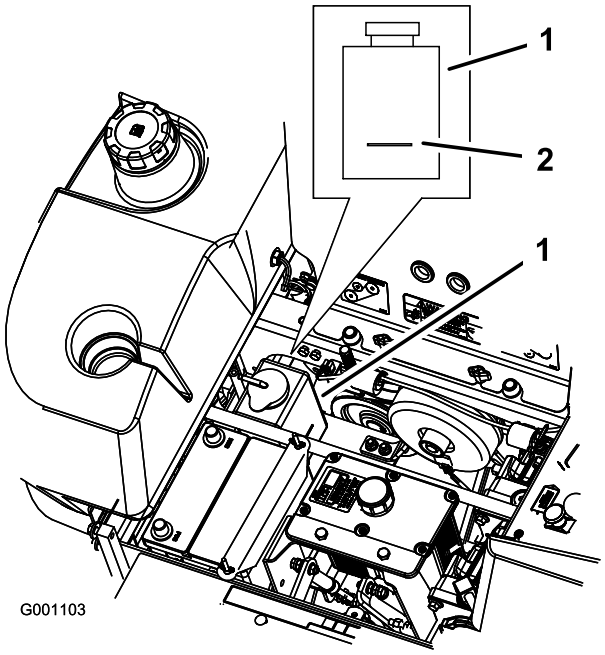

**Figur 67**
3. Kontrollera nivån i överströmningsbehållaren medan motorn är kall. Vätskan ska nå upp till utbuktningen på utsidan av överströmningsbehållaren (Figur 67).
4. Om kylvätskenivån är låg tillsätter du en 50/50-blandning av frostskyddsmedel med förlängd hållbarhet och vatten i överströmningsbehållaren (Figur 67).
5. Tillsätt 50/50-blandningen till överströmningsbehållaren och fyll den upp till indikatorstrecket på behållaren (Figur 67).